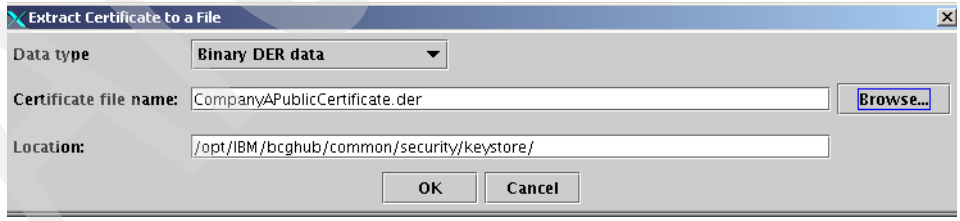

Figure 8-25 Extracting the certificate of key store
2. In the Extract Certificate to a File window (Figure 8-25), complete these tasks.